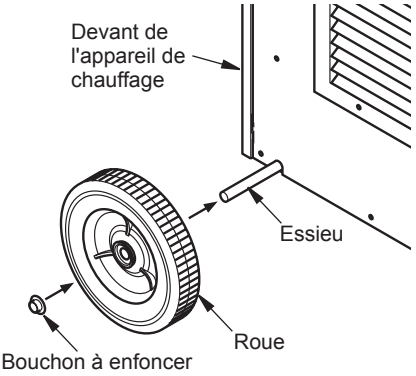

Figure 5 - Pose de l'essieu et des roues
3. Faites glisser une roue sur l'essieu et faites passer l'essieu à travers l'appareil de chauffage comme illustré à la figure 5.